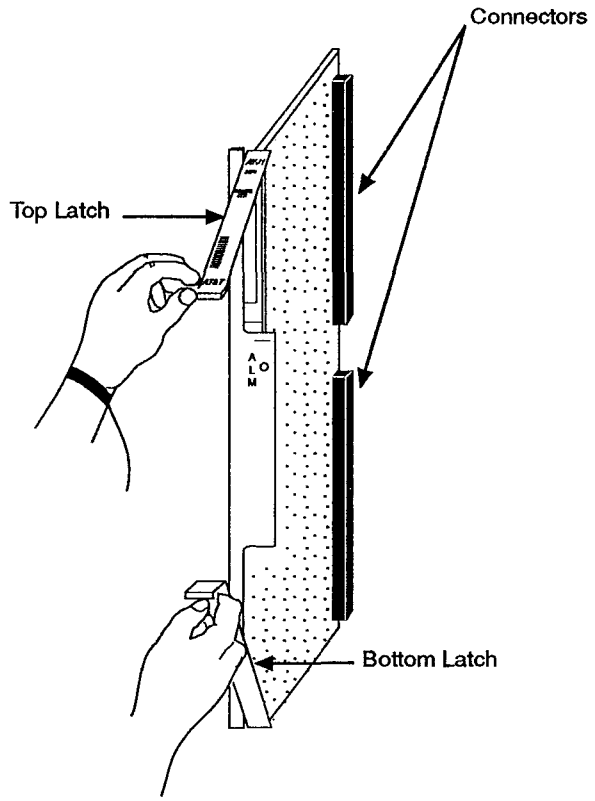

Figure 3-7. Installing DS3SWL CTR Circuit Packs—Step 2
2. Grasp the top (labeled) latch in one hand and the lower (unlabeled) latch in the other; see Figure 3-7.